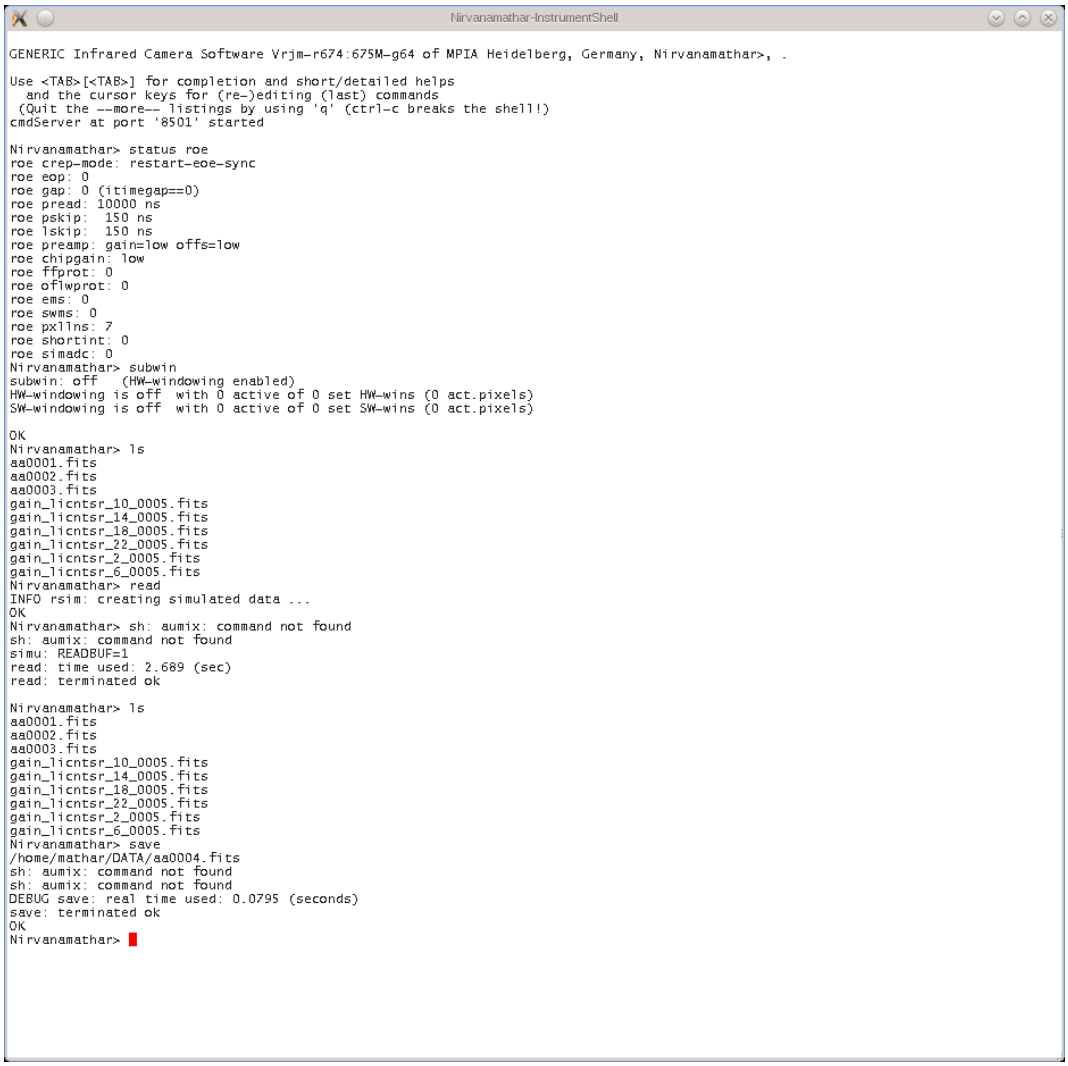

Figure 13: The command interpreter started with the `Module`→`New Instrument Shell` menu of Figure 9.
- **New InstrShell** Opens a instrument shell window similar to Figure 13.
The `Modules`→`New InstrShell` menu starts the interactive command shell interpreter of Figure 13.